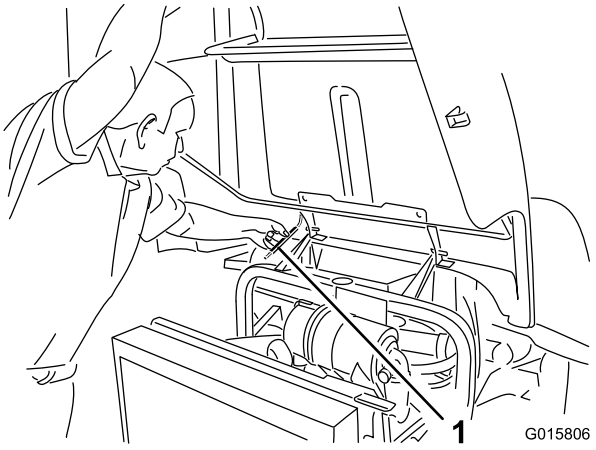

Figure 2
- Lift up on the hood until the prop rod can be positioned behind the frame tube (Figure 2).